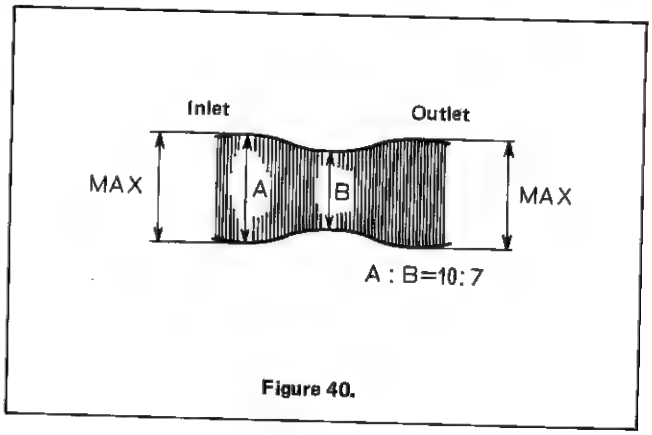

Figure 40.
5. Make adjustment in such a manner that, in Figure 40, the ratio of B to A is greater than 7/10 even when the tracking control is movd and width A of the RF waveform begins to decrease.